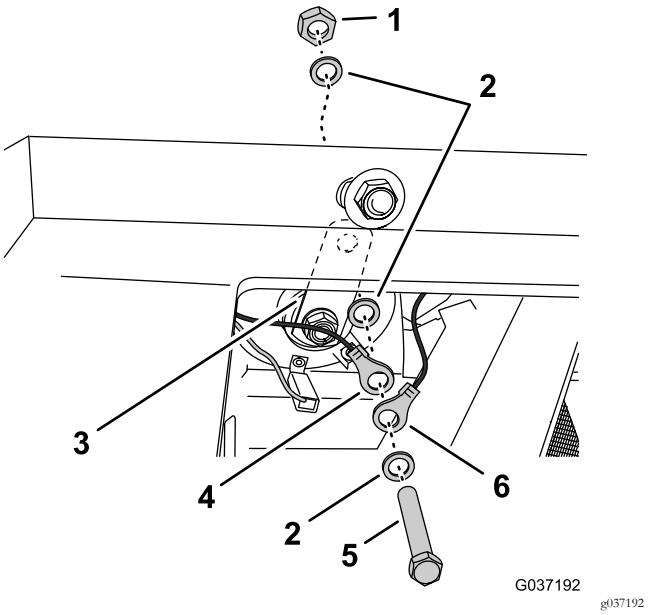

Rysunek 22
4. Odkręć śrubę, podkładki i nakrętkę mocujące zacisk pierścieniowy wiązki przewodów maszyny oraz wspornik syreny klaksonu (Rysunek 22).